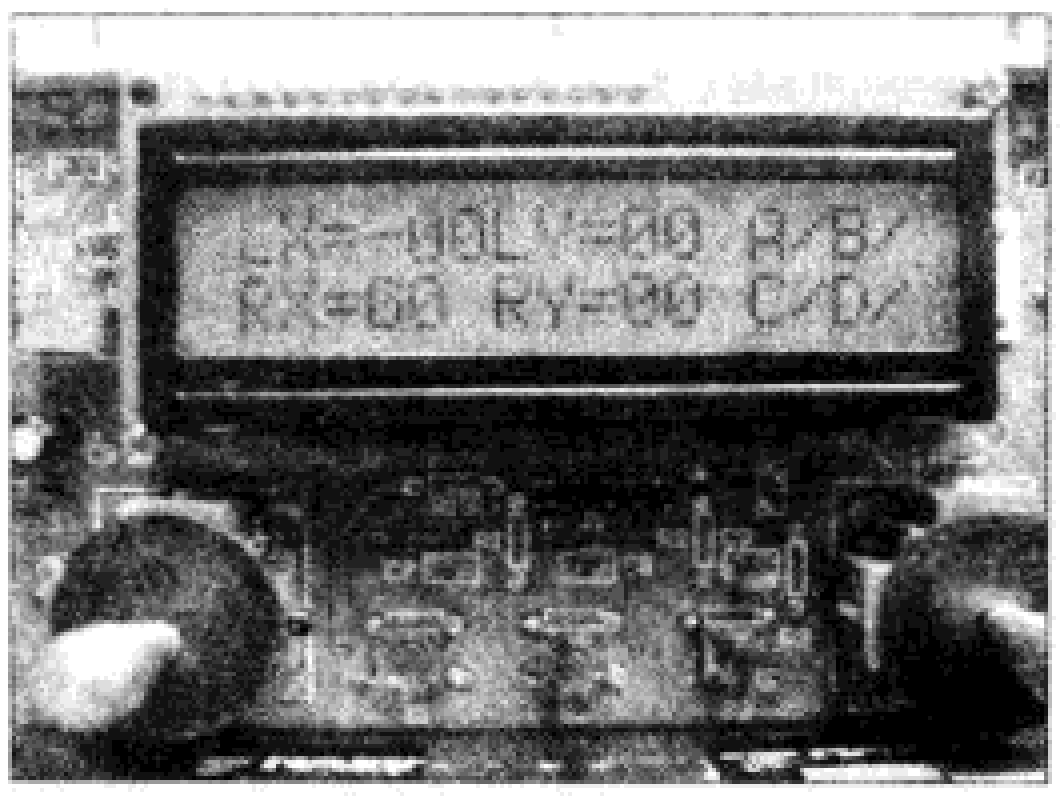
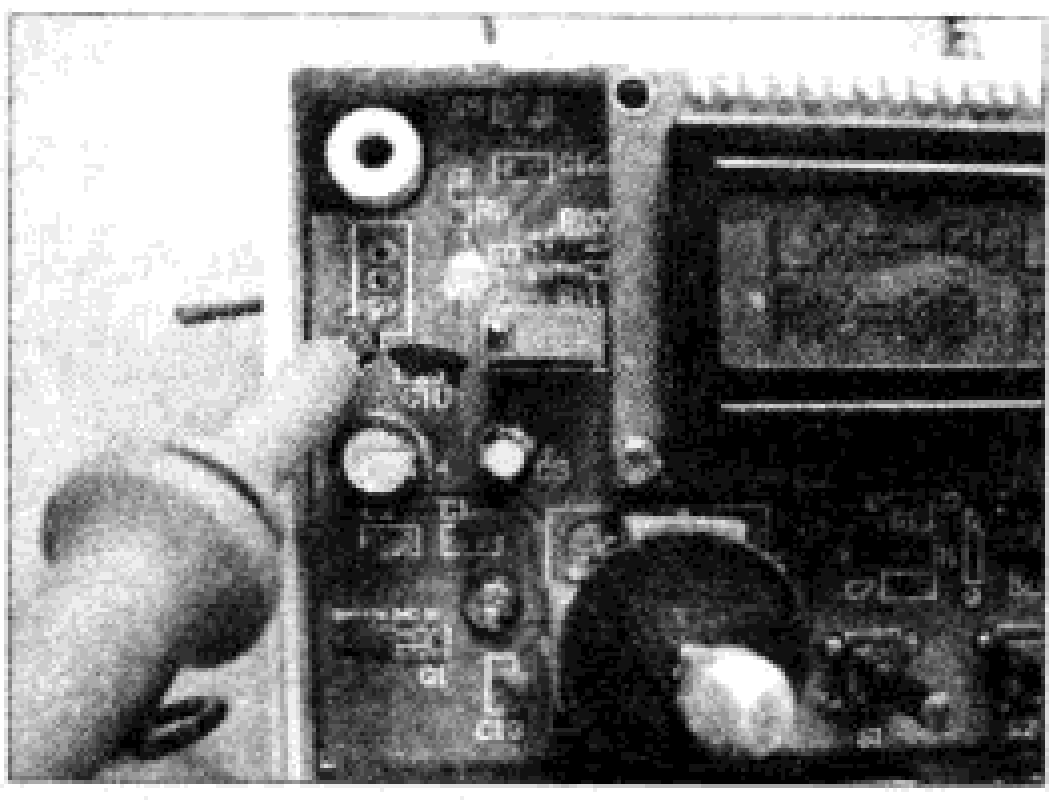
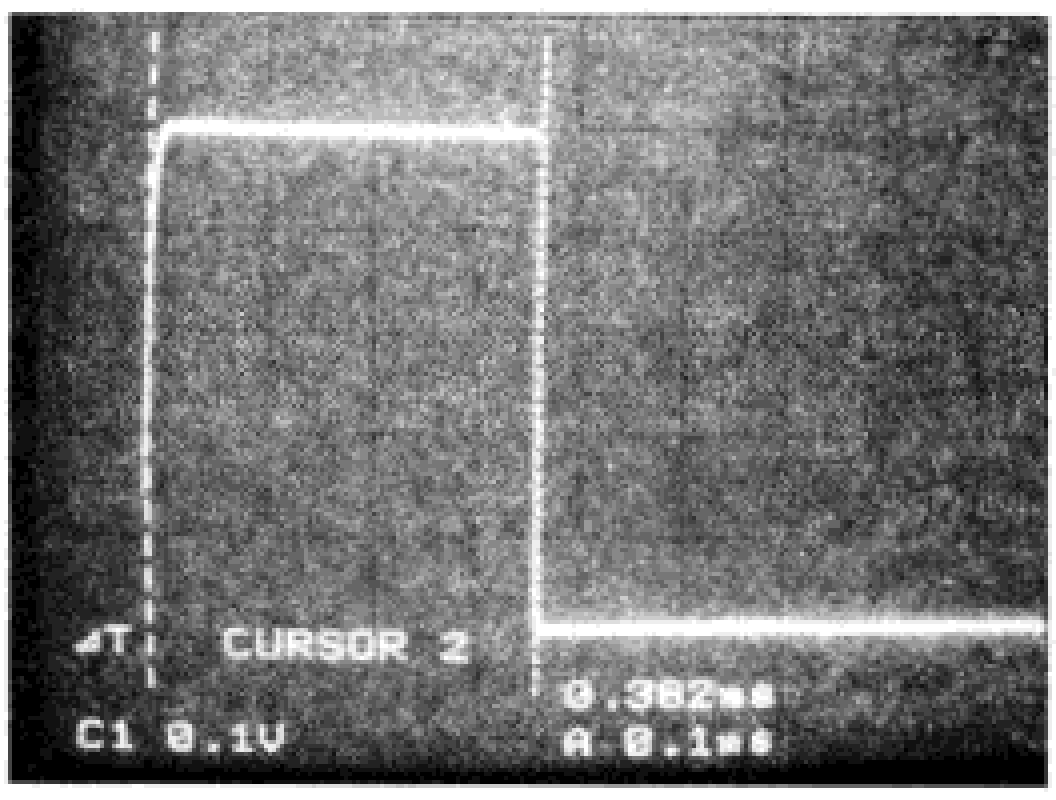

图2 发射机进入运行工作状态
图3 测量RP1的最下脚
图4 RP1的最下脚波形
2. 打开电源开关，此时发射机进入运行工作状态，屏上显示内容如图2。用示波器探头测量RP1的最下脚（如图3所示位置）时，示波器上应出现如图4所示的波形，正脉冲$V_{p\text{-}p}$应为5V，脉冲宽度约为385μs，此脉冲给发射机的摇杆电位器RP3、RP4、RP5、RP6供电，原理图见图5。MCU在读取完这4个电位器中心端的电压后，立即将U_0转变成低电平，此时$I_0=0$就不再消耗电能了。